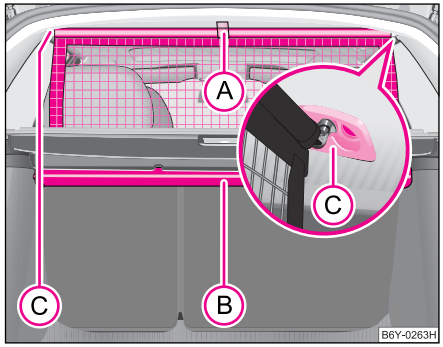

Fig. 61 Desfacerea peretelui despărţitor
– Trageți peretele de cureluşa (A) din carcasă (B) în direcția suporturilor (C) ⇒ pagina 78, fig. 61.
– Introduceți bara transversală în locaşurile (C) şi apăsați bara în față.
– În acelaşi mod fixați bara pe partea cealaltă a autovehiculului, locaşul (C).